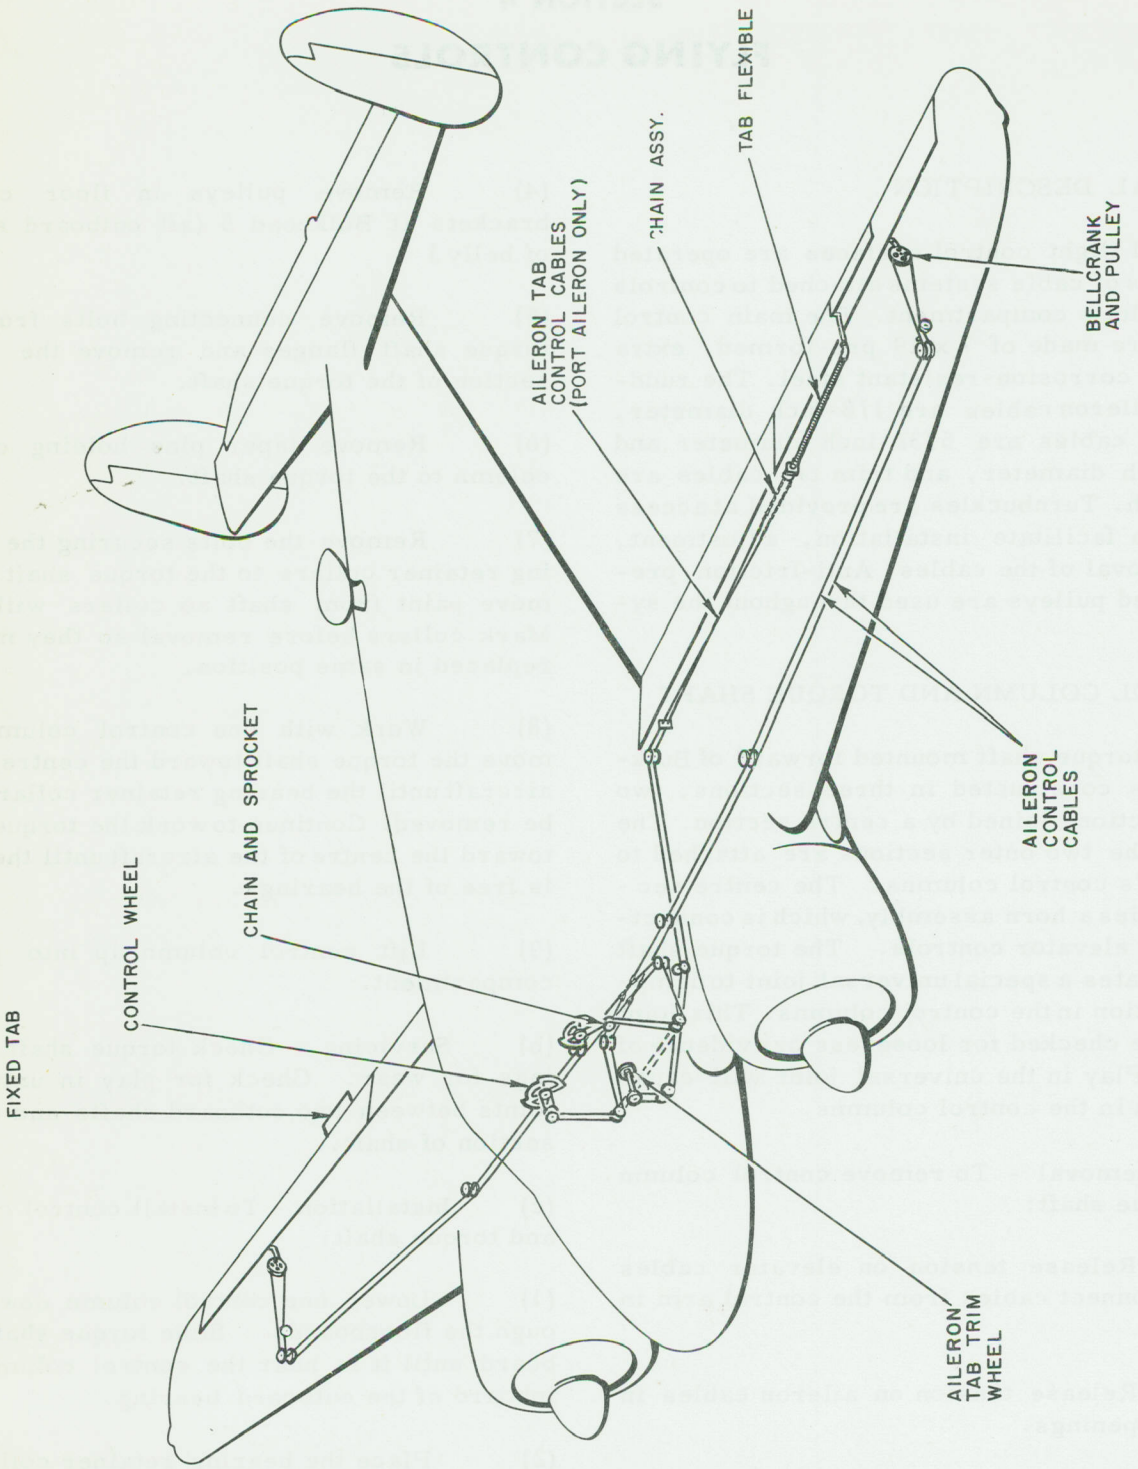
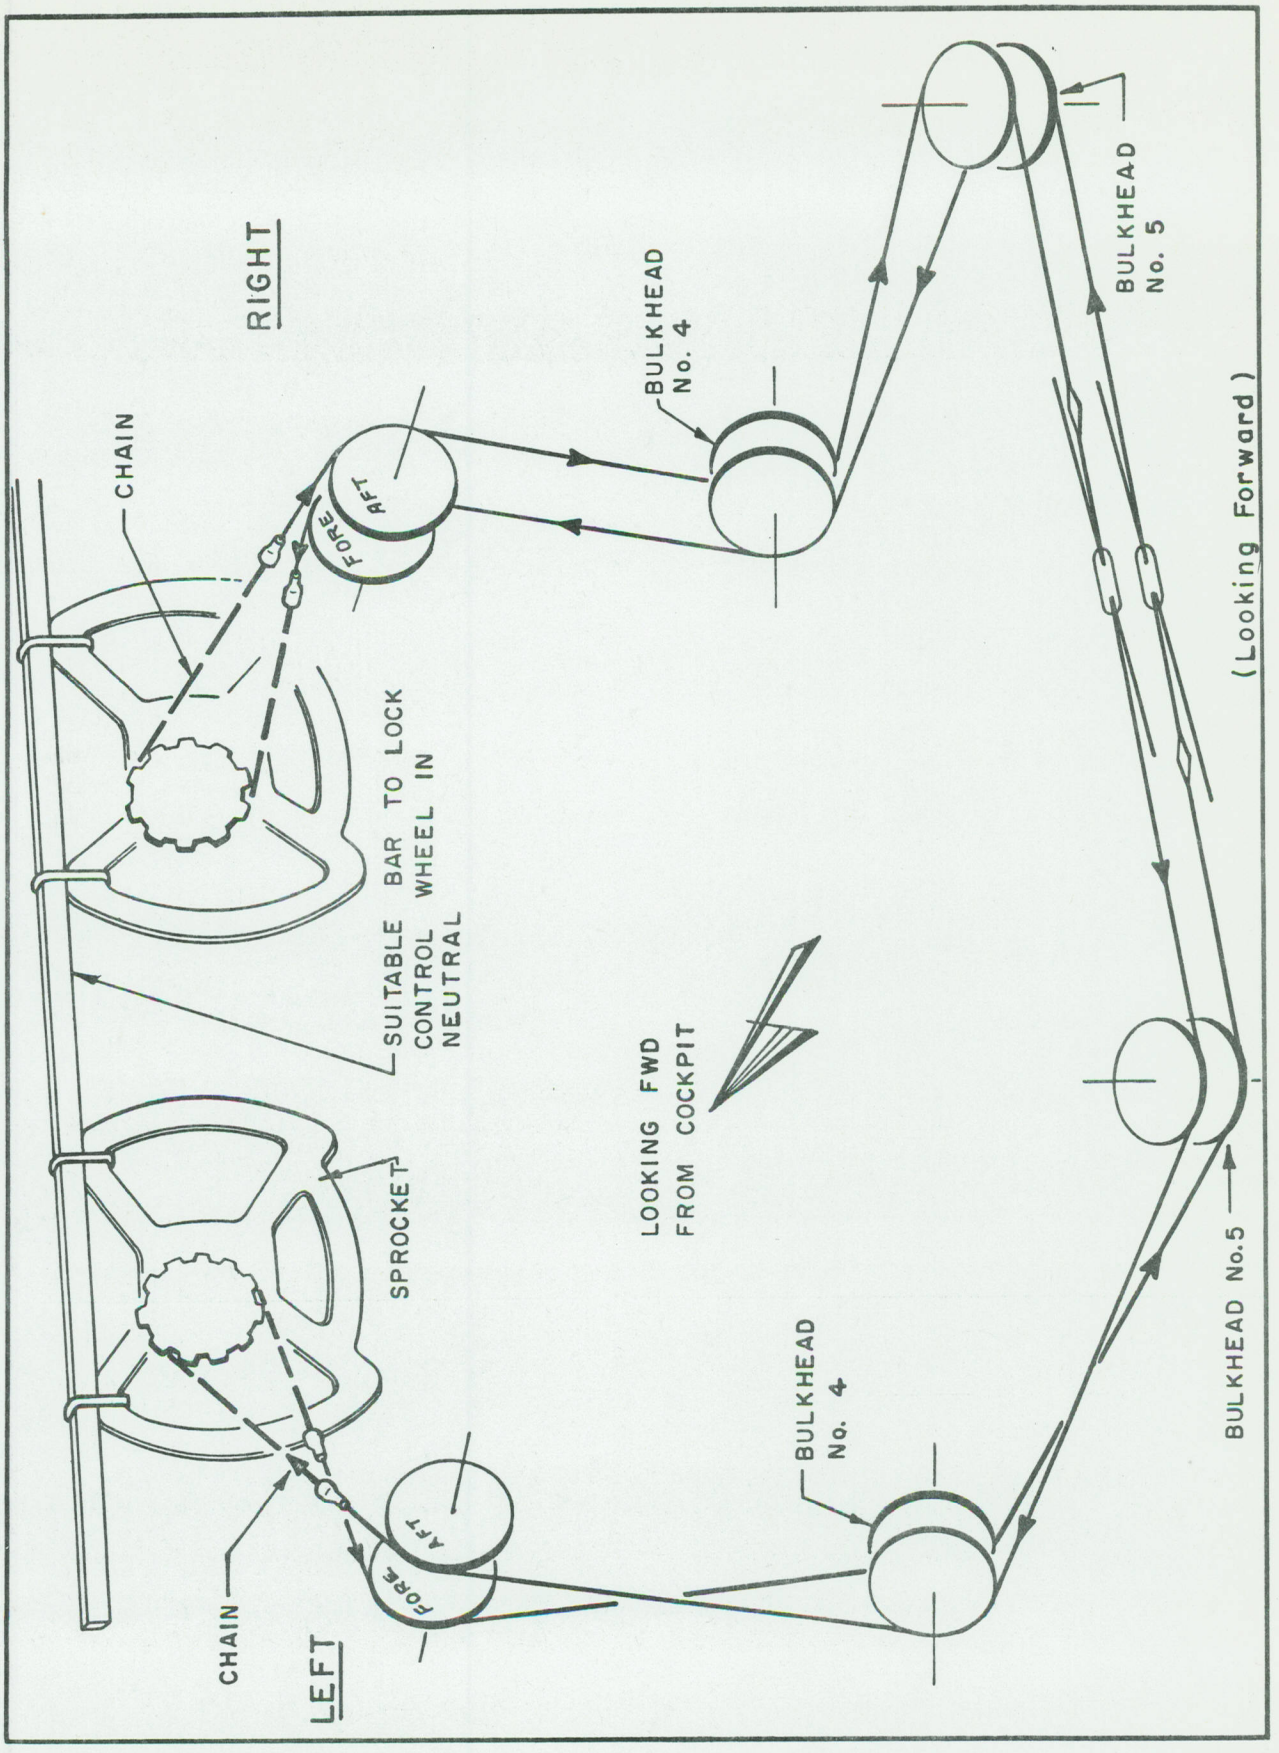

Figure 2-32 Aileron Control System
Figure 2-33 (Issue 1) Aileron Control Column System
3 The aileron system (Figure 2-32) is controlled by the wheels on each control column in the pilot's compartment. Each wheel is mounted on a shaft running through the top of the control column, which in turn, is keyed to a sprocket inside the column. Chains are routed over the sprockets to short cables running down through the control columns and aft under the pilot's floorboards (Figure 2-33). They are then routed inboard to connect with the main aileron control cables. The main aileron control cables run laterally through the centre section and outer wing panel to a point just inboard the seventh rib from the outer panel root. At this point they turn aft and attach to the aileron bell cranks. A link rod connects the bell crank to the aileron.
(2) Disconnect the aileron cable turnbuckles located in the nacelle.
(3) Remove the bolt which anchors the cable on the bell crank.
(4) Remove the bell crank from the wing rib.
(5) Remove the clevis pins which hold the cable in position on the pulleys in the nacelle and outer wing panel.
(6) Attach a length of safety wire to the cable where it attaches on the bell crank. The wire should be long enough to reach from the bell crank to the nacelle and will be used in pulling a new cable through the wing.
(7) Pull the old cable out of the wing through the nacelle opening. Remove the cable carefully to prevent damage to the wing structure.
(8) Remove the access door in the centre of the pilot's floorboards. Also remove inspection plates on the aft side of Bulkhead 5 near the floor.
(9) Disconnect the balance cables and aileron control cables.
(10) Remove batteries.
(11) Remove the pulleys from the control column and the floor channel bracket. The bolt retaining the pulleys in the base of the control column may be removed through a hole in the fuselage skin (accessible through the battery well). On some aircraft this hole is not drilled. The bolt attaching the pulleys to the floor channel bracket may be removed through a small access cover in the floorboards, located just forward of Bulkhead 5 near the outboard edge.
(12) Remove the cap over the sprocket in the top of the control column. With the wheel in the neutral position (Figure 2-33), mark with paint, a tooth of the sprocket and the link of chain which it engages.
(13) Remove the nut from the end of the control wheel shaft. Remove the control wheel and shaft, and the rear bearing. Spacer and key will fall free.
(14) Press the front bearing from the control column.
(15) Remove sprocket from the control column.
(16) Attach a length of safety wire to the chain and lower the chain and cable assembly from the column.
The chain and cable assemblies from the right and left control columns are not interchangeable. The cables must be routed as shown in Figure 2-33 to assure proper operation of the aileron control system. For both control columns, the chain should be installed on the sprocket so that when the control wheels are in neutral position, the ends of the chain will be of equal length.
(1) Attach a straight edge long enough to extend across the control column wheels, or provide other means to hold wheels in neutral position (Figure 2-33).
(2) Adjust the balance cable turnbuckles in Bulkhead 5 until both cables are rigged to the tension given in Table 2-1. (Turnbuckles are accessible through outboard inspection openings aft of Bulkhead 5).